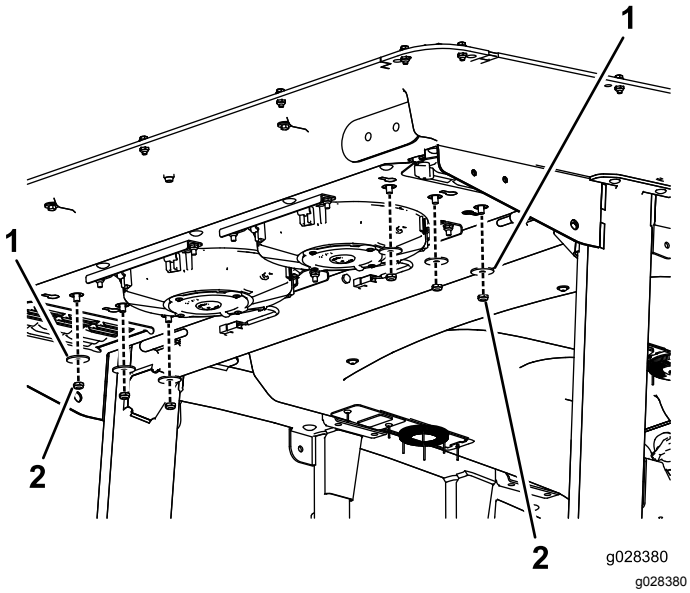

**Figuur 114**
2. Verwijder de 6 moeren en ringen onderaan aan de achterzijde van de cabine (Figuur 114).